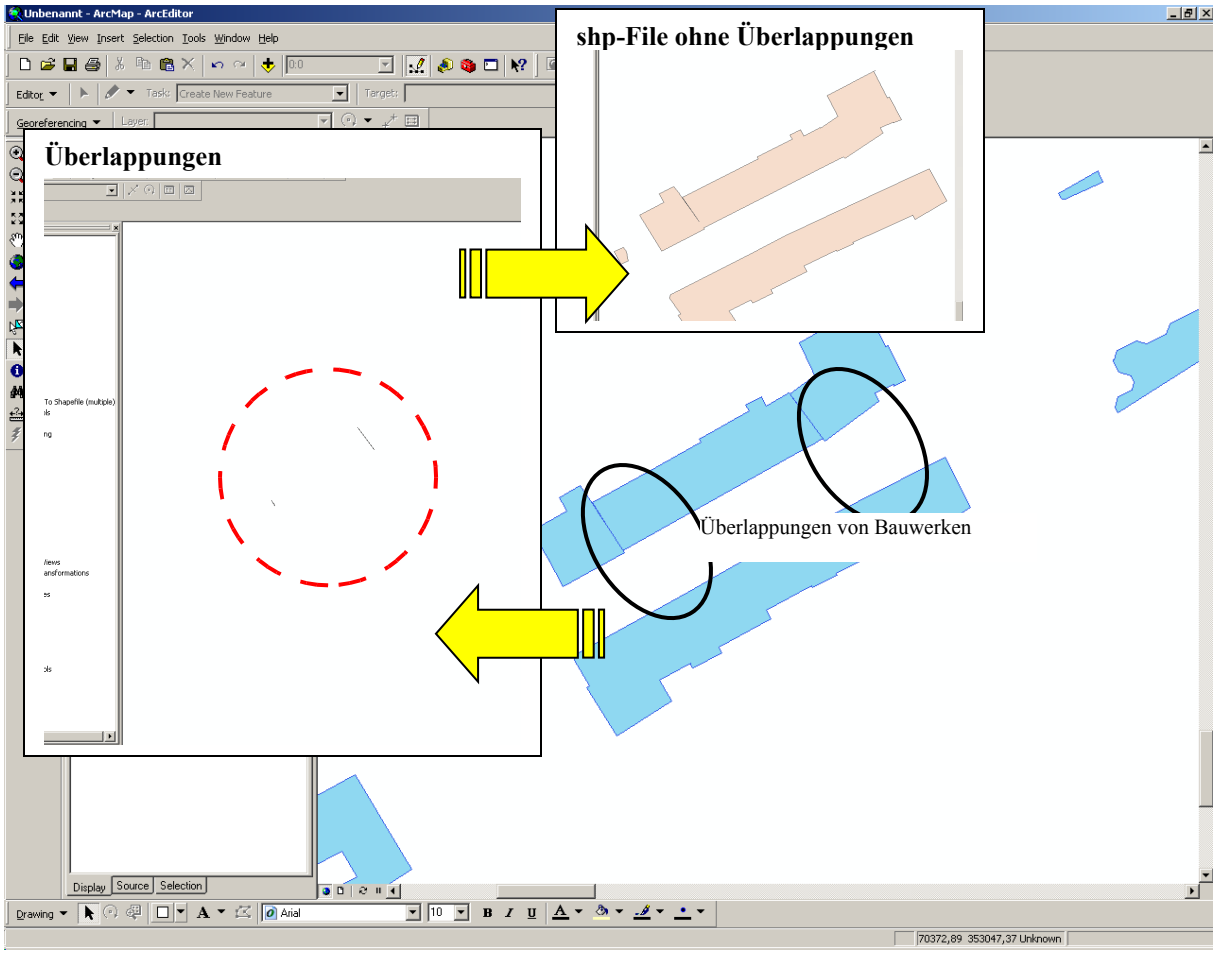

Abbildung 10. Überlappung in shp-Files
3.) Die shp-Files, die in die Oberflächenverarbeitung hinein importiert werden, dürfen auch keine Overlaps (Überlappungen) aufweisen. Zwei Überlappungen von Bauwerken sind in der Abbildung 10 dargestellt.